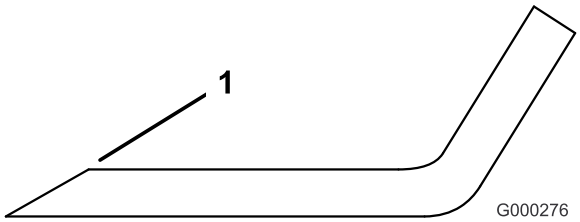

**Figuur 86**
1. Gebruik een vijl om de snijranden aan beide uiteinden van het mes te slijpen (Figuur 86). Houd daarbij de oorspronkelijke hoek in stand. Het mes blijft in balans als u van beide snijranden dezelfde hoeveelheid materiaal verwijdert.